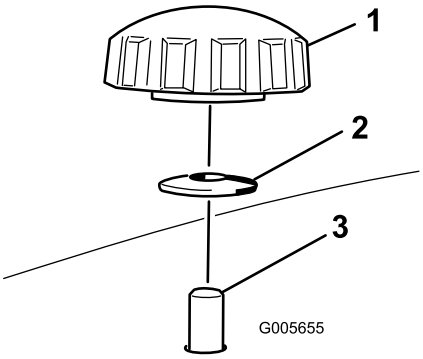
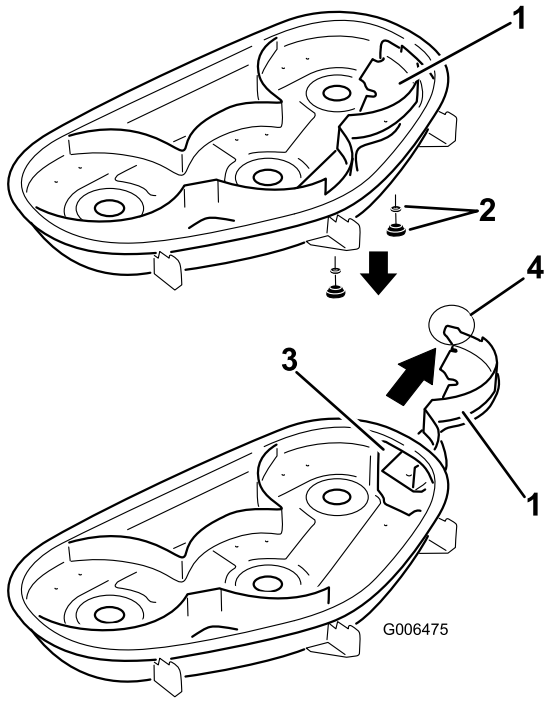

Figure 29
Figure 30
4. Remove the 2 knobs and curved washers that secure the right baffle to the mower as shown in Figure 29.
5. Remove the right baffle and lower the grass deflector over the discharge opening as shown in Figure 30 and Figure 29.
4. Slide the right baffle through the discharge opening and secure it using 2 knobs and curved washers (cupped side facing the mower) as shown in Figure 29 and Figure 30.